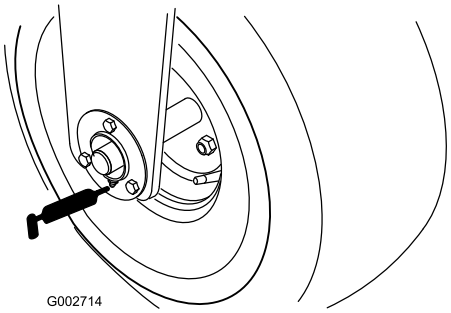

**Figuur 21**
- Lager van voorwiel (1) (Figuur 21)